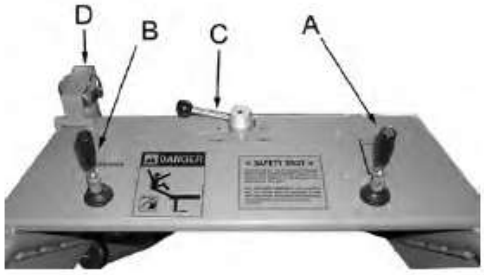

Figure 3
6) Starting the machine (See Figure 3)
c) Before anything else you must turn the speed control lever (C) to the slowest position.